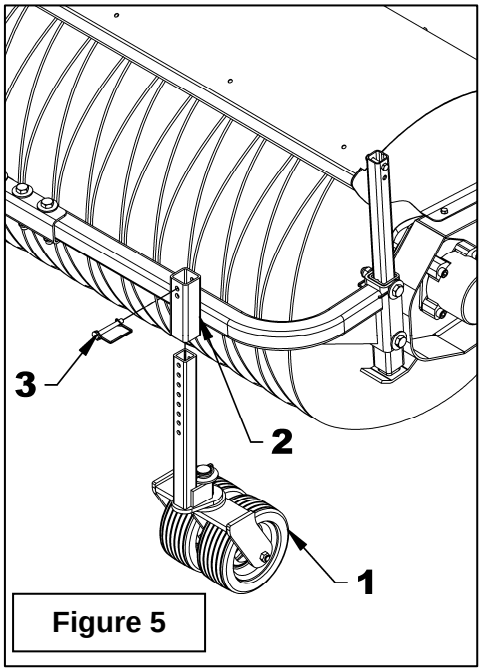

Figure 5
5. **Figure 5:** Install each dethatching wheel (item 1) in the support tubes (item 2) and lock in place with the square wire lock pins (item 3).